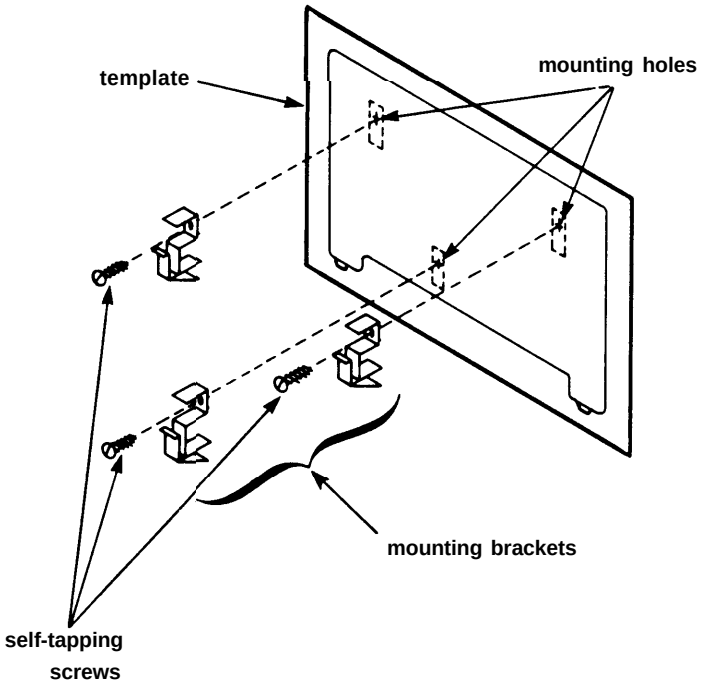

Figure 1
1. Make sure your mounting location is as large as the paper template included with the three aluminum mounting brackets (Figure 1).